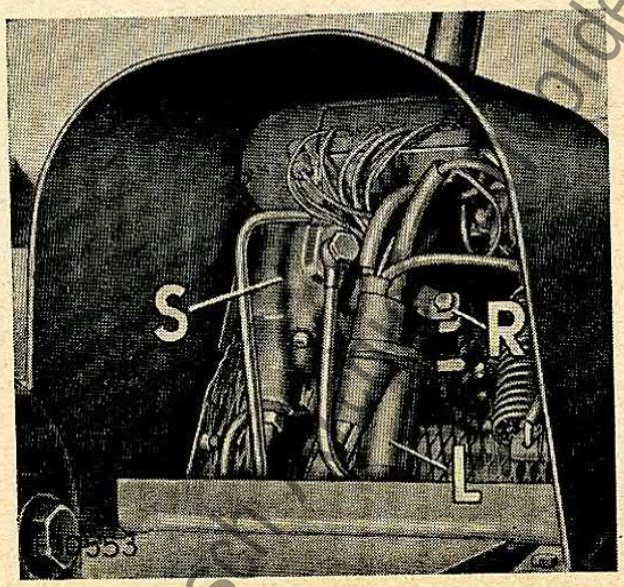

Bild 3
5. Motorhaube hochklappen und die runde Aussparung in der Armaturenwand rechts der Steuersäule durch Herausschlagen des Deckels freimachen. Vom Steuerschieber (S, Bild 3) Kappe und Hebel abnehmen, die Rohrschelle (R) auf den Durchmesser der Steuersäule aufbiegen und ihn dann von unten her auf die Steuersäule (L) schieben und bis zum Anschlag in die Aussparung einführen. Die Rohrschelle mit Sechskantschraube, Federring und Mutter festklemmen; Kappe und Hebel wieder wie zuvor befestigen.